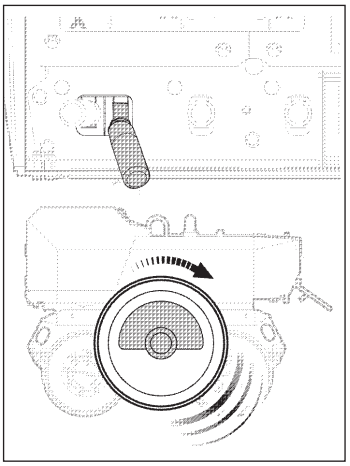

Fig. SE8 Vibrate backwards
3) Vibrate backwards *(Fig. SE8)*